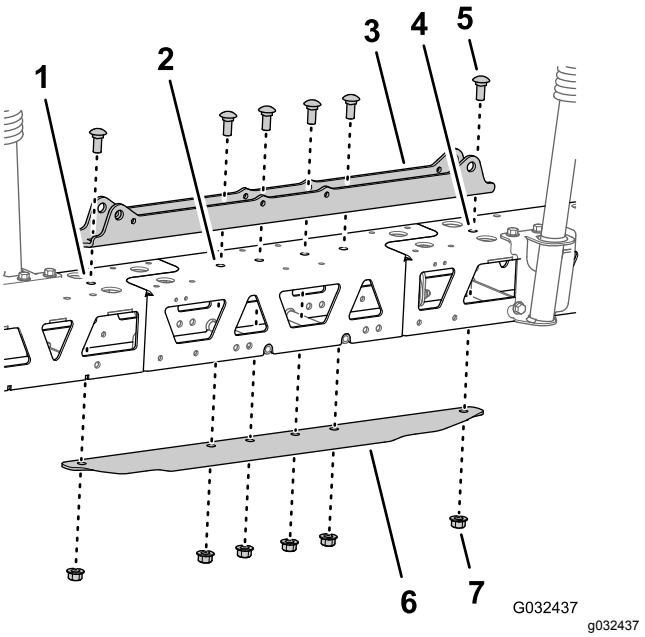

Figur 118
5. Juster hullerne i cylinderbeslaget, så de passer med hullerne ved midterlinjen på midterste afstiverstel (Figur 118).
6. Indsæt afstiverkanalen i midten og ydre afstiverstel, og juster hullet i kanalen med hullerne på midterlinjen af midterste afstiverstel (Figur 118).
7. Saml cylinderbeslaget, afstiverne, midterbomforlængeren og afstiverkanalen med de 2 bræddebolte (½" x 1¼") og 2 flangelåsemøtrikker (½"), som du afmonterede i trin 3 i Afmontering af sprøjtedyser (side 37), og de 4 bræddebolte (½" x 1¼") og 4 flangelåsemøtrikker (½") fra GeoLink-finishingsættet til sprøjtesystem (Figur 118).